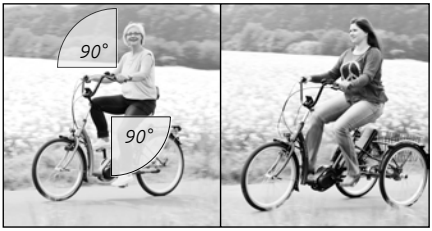

Fig. :3
- Lorsque l'une des pédales est en haut, le genou doit former un angle de 90° avec la cuisse et le bras. La partie inférieure de la jambe est légèrement fléchie *(voir « Fig. :3 » ; à gauche).*
- Lorsqu'une des pédales est devant, le genou doit se trouver au-dessus de l'axe de la pédale avant *(voir « Fig. :3 » ; à droite).*